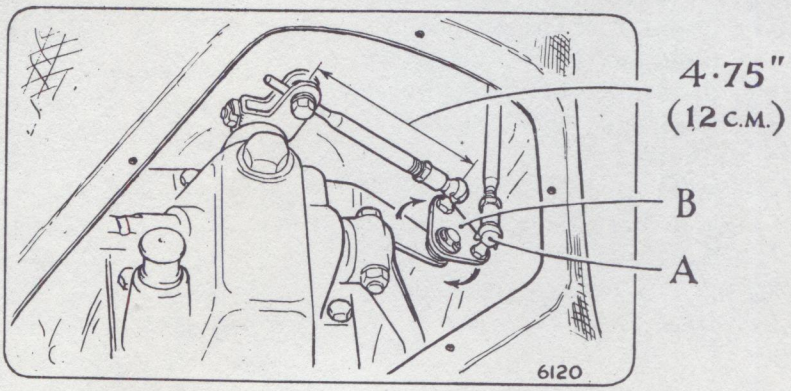

Fig. 11. *Selector rod adjustment (Series III cars onward)*
1. Remove the large cover plate from the transmission tunnel and disconnect relay lever to bell crank lever (A, Fig. 11).
4. Turn the bellcrank lever as far as possible in a clockwise direction (B, Fig. 11). This places the gearbox selector lever in the neutral position between first and reverse gears.